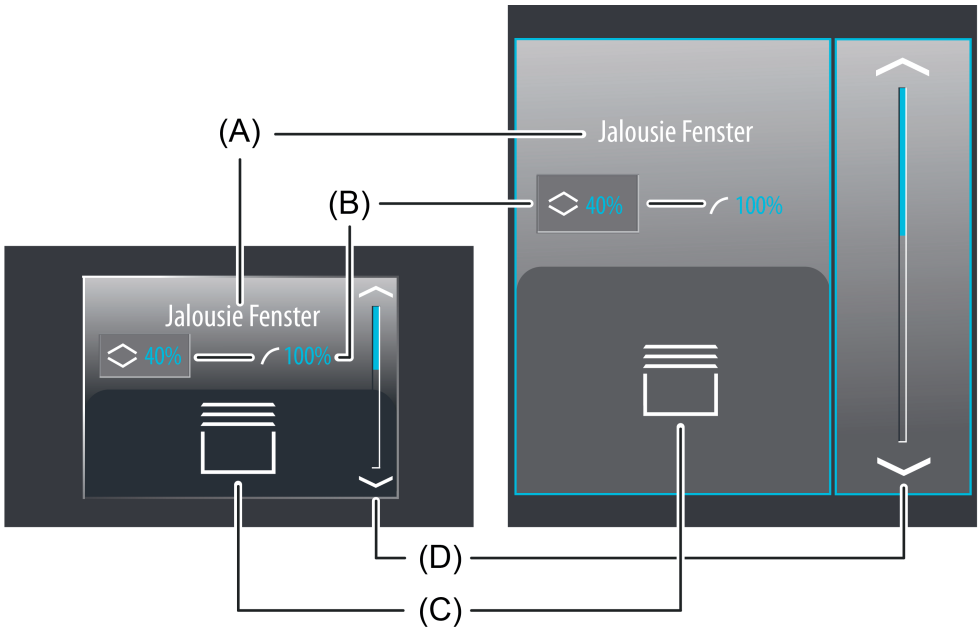

Bild 28: Beispiel für ein Bedien- und Anzeigeelement der Funktion "Jalousie Step / Move / Step"
Der Anzeigebereich enthält verschiedene Darstellungselemente (Bild 28), die durch Parameter beeinflusst werden. Jeder KNX Funktion kann in der Konfigurationssoftware eine Bezeichnung vergeben werden (A). Diese Text-Bezeichnung wird im Anzeigeelement zentriert zur Anzeige gebracht, wodurch steuerbare KNX Funktionen für den Anwender kenntlich gemacht werden (z. B. "Jalousie Fenster"). Zusätzlich können unterhalb der Bezeichnung zwei Statuswerte (B) für Behanghöhe und Lamellenposition eingeblendet werden, die abhängig von den Objektwerten der Positions-Rückmeldungen des angesprochenen Jalousieadenaktors Positionswerte im Klartext anzeigen ("0...100 %"). Solange nach einem Gerätereset noch keine Rückmeldungs-Objektwerte empfangen wurden, zeigen die Statuswerte "---%" an.